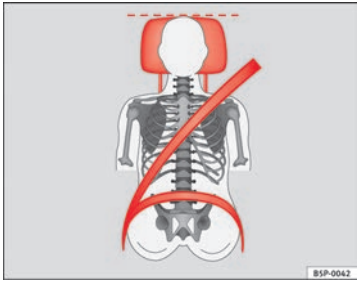
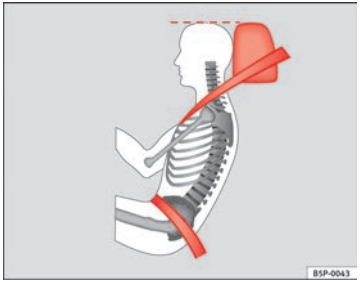

Abb. 89 Von vorne betrachtet: richtig eingestellte Kopfstütze und korrekter Gurtverlauf
Abb. 90 Von der Seite betrachtet: richtig eingestellte Kopfstütze und korrekter Gurtbandverlauf
– Die Kopfstützen so einstellen, dass sich die Oberkante der Kopfstütze möglichst auf einer Linie mit dem oberen Teil Ihres Kopfes, aber mindestens auf Augenhöhe befindet ⇒ Abb. 89 und ⇒ Abb. 90.